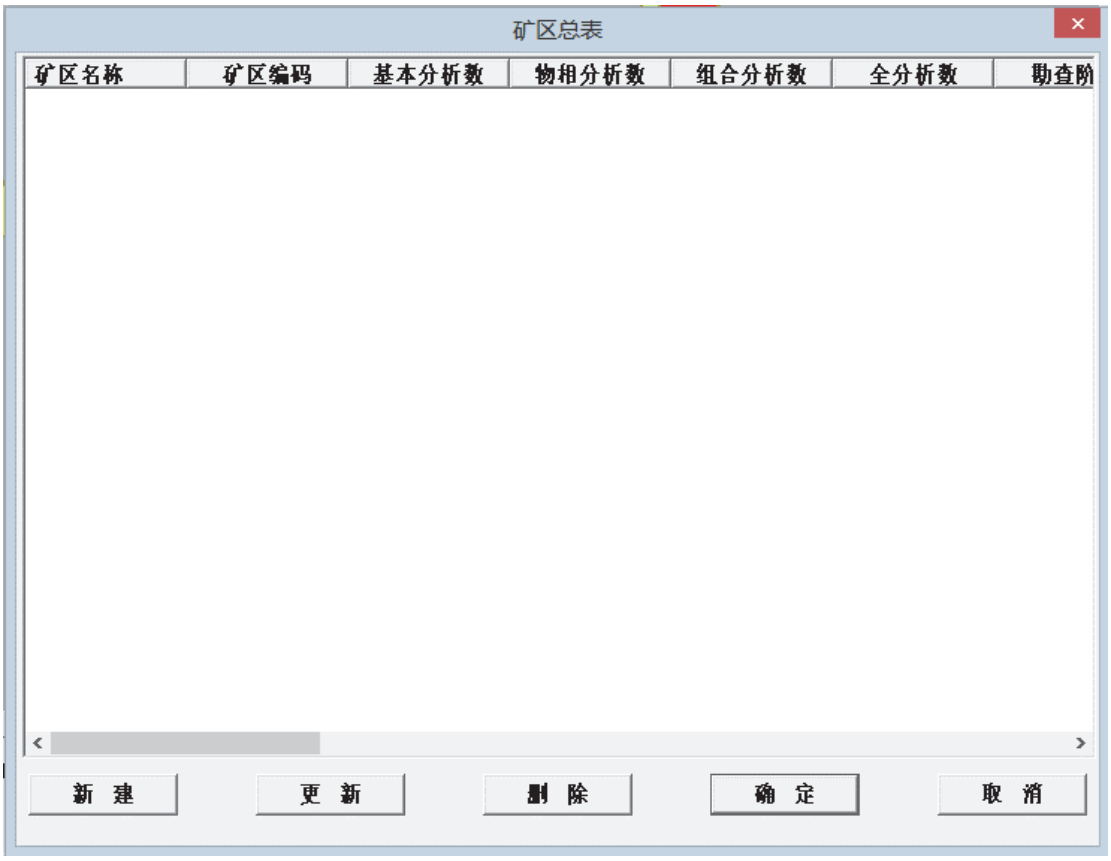

图 2-5
5. 系统弹出“矿区总表”对话框，点击“新建”（见图 2-5）；